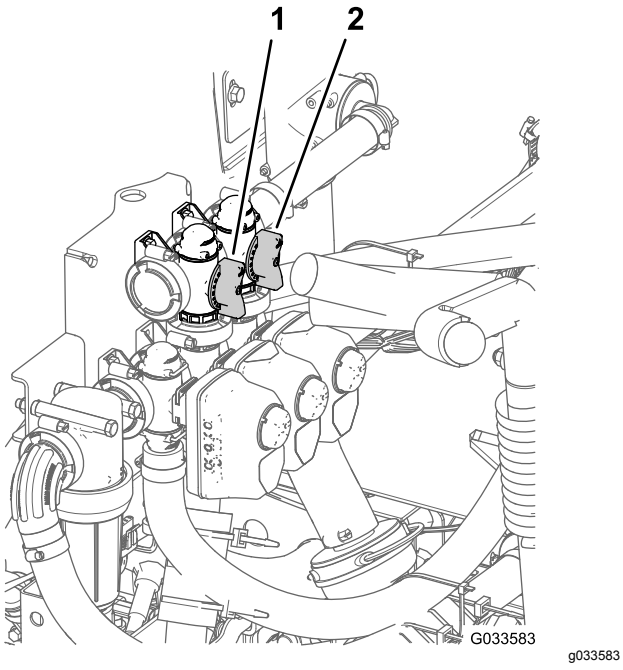

Figur 89
11. Juster omrøringsomløbsventilen (Figur 89) på bagsiden af omrøringsventilen, indtil trykmåleren står på 6,9 bar.
8. Juster grebet til hovedbommens omløbsventil for at styre omrøringen i tanken (Figur 89).